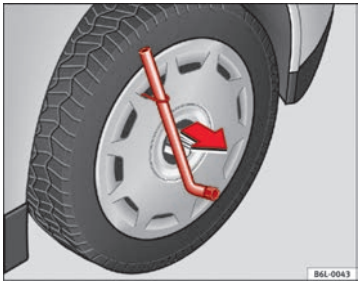

Fig. 138 Remove the complete hub cap
– Remove the wheel cover using the wire hook ⇒ Fig. 138.